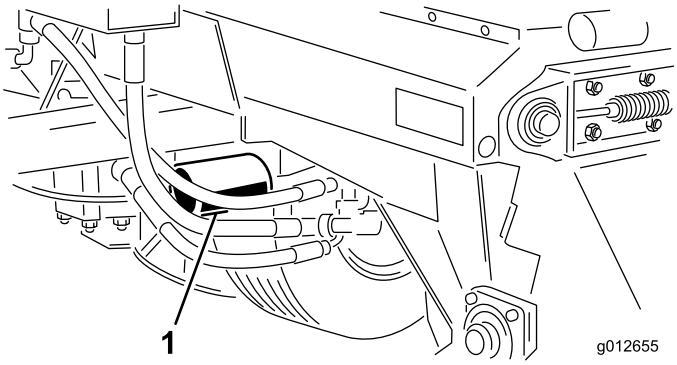

Rysunek 28
2. Oczyść obszar wokół miejsca montażu filtra. Ustaw miskę drenażową pod filtrem i wyjmij filtr (Rysunek 28).